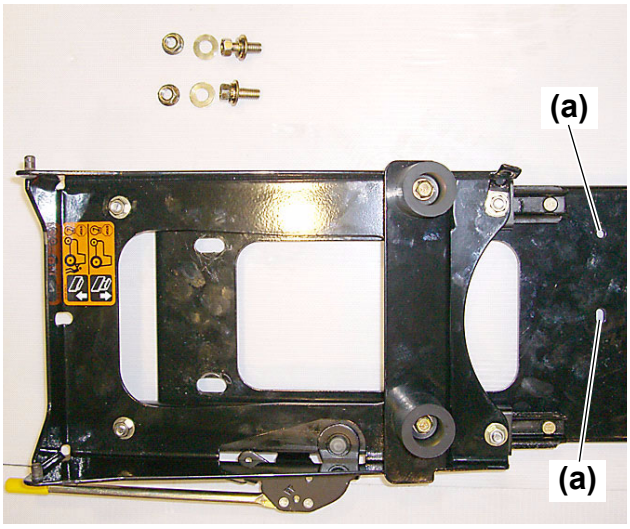

Fig. 3
- Electrical parts have been fixed to the portion **(Fig. 3, (a))** at the rear of the seat stay. Make sure to remove all of them.